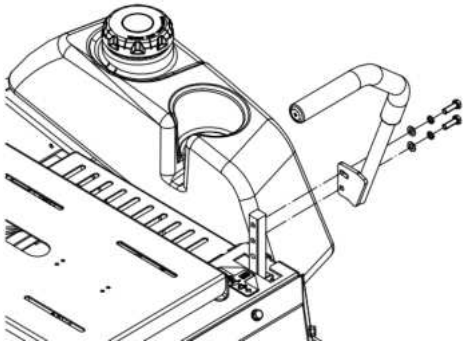

Рис. 5
4.4.2 Установите рычаг на внешнюю сторону вала рычага управления и закрепите болтами и шайбами (См. Рисунок 5), затяните до упора. Повторите процедуру на противоположной стороне устройства.